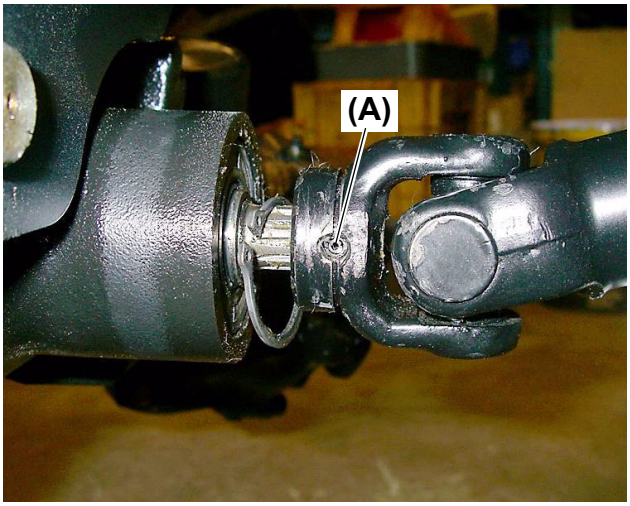

Fig. 4
4. There are two (2) spring pins **(Fig. 4, (A))**, one inside the other.